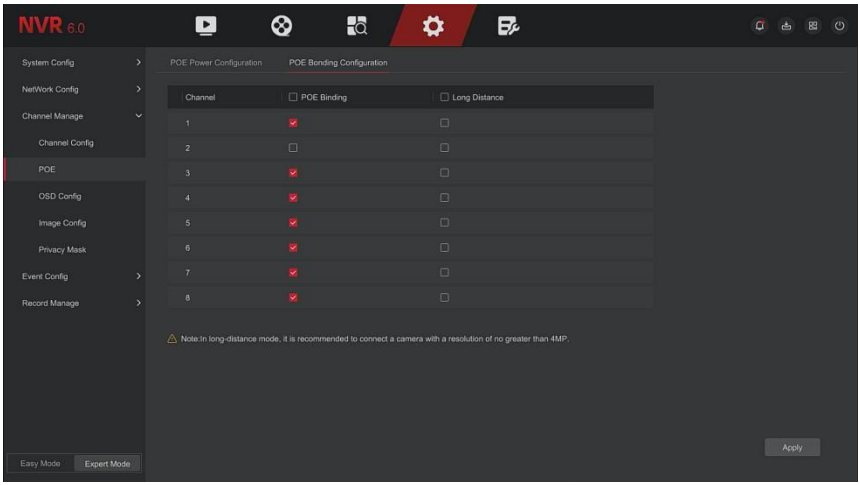

Figure 5-81
Step 1: In the main menu, click "Config → Easy Mode→ Channel Manage → POE" to enter PoE Bonding Configuration interface, as shown in Figure 5-81